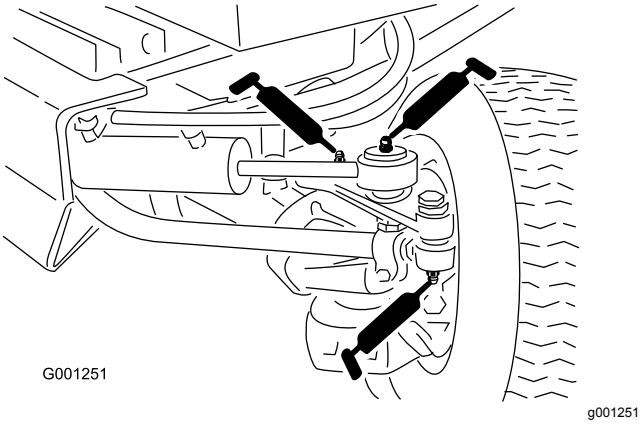

Figur 41
- Parallellstagender (2) (Figur 41)
- Sylinderstangender (2) (Figur 41)
- Styretapper (2) (Figur 41)
- Akselens dreiebolt (Figur 41)